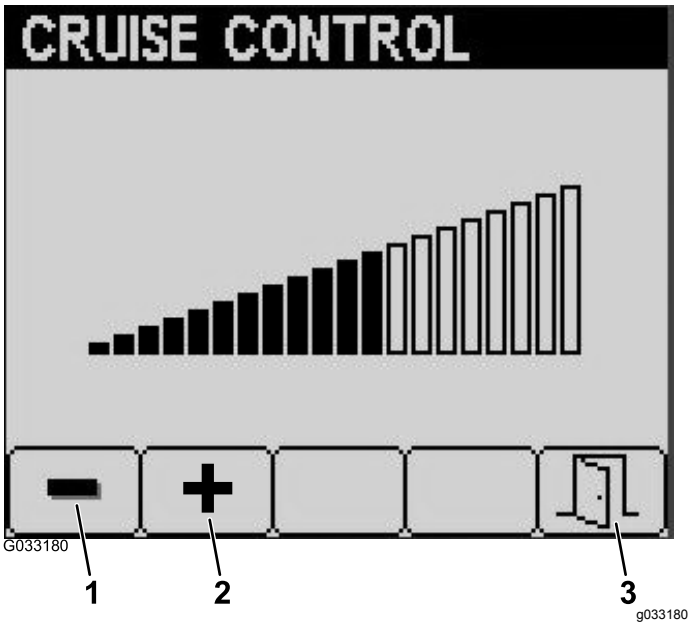

Figuur 29
4. Druk in het scherm Cruise control op knop 1 om de snelheid van de cruise control te verlagen of op knop 2 om de snelheid van de cruise control te verhogen (Figuur 29).
5. Wanneer u klaar bent met het instellen van de snelheid van de cruise control, druk dan op knop 5 om af te sluiten (Figuur 29).